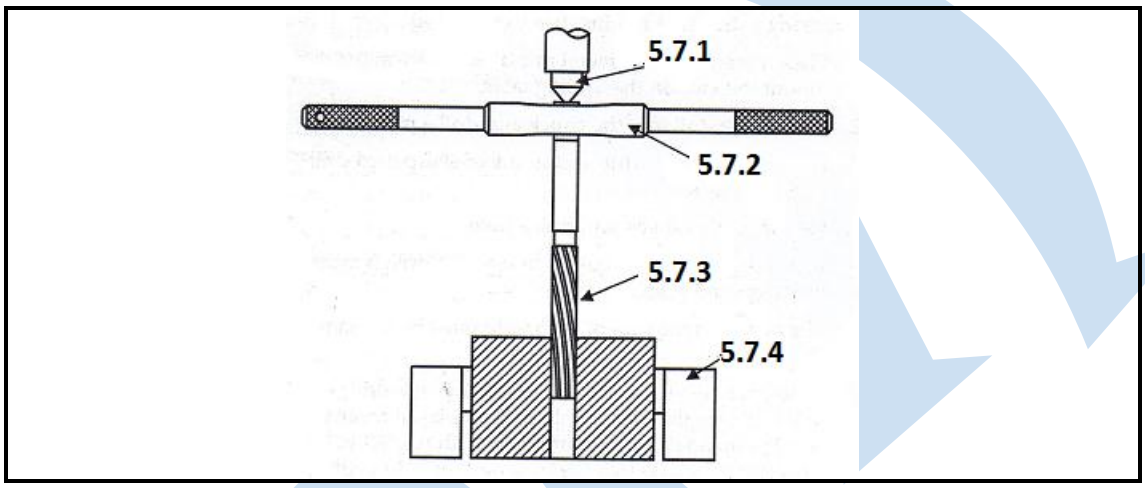

FIGUUR 7
5.7 Verruiming kan per hand of met 'n masjien gedoen word. FIGUUR 7 hier onder toon 'n verruimingsproses. Benoem die komponente deur slegs die antwoord langs die vraagnommer (5.7.1–5.7.4) in die ANTWOORDBOEK neer te skryf.